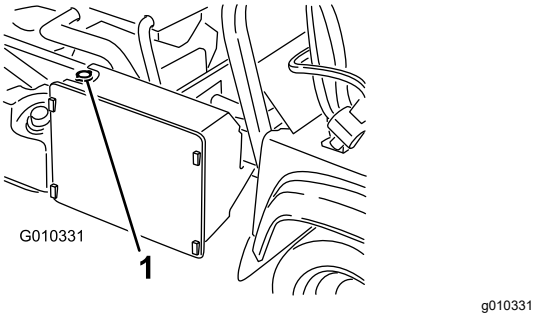

Figur 55
3. Fjern kølerdækslet (Figur 55).
4. Fjern reservetankens dæksel (Figur 55).
7. Fyld køleren helt op, og skru dækslet på (Figur 55).